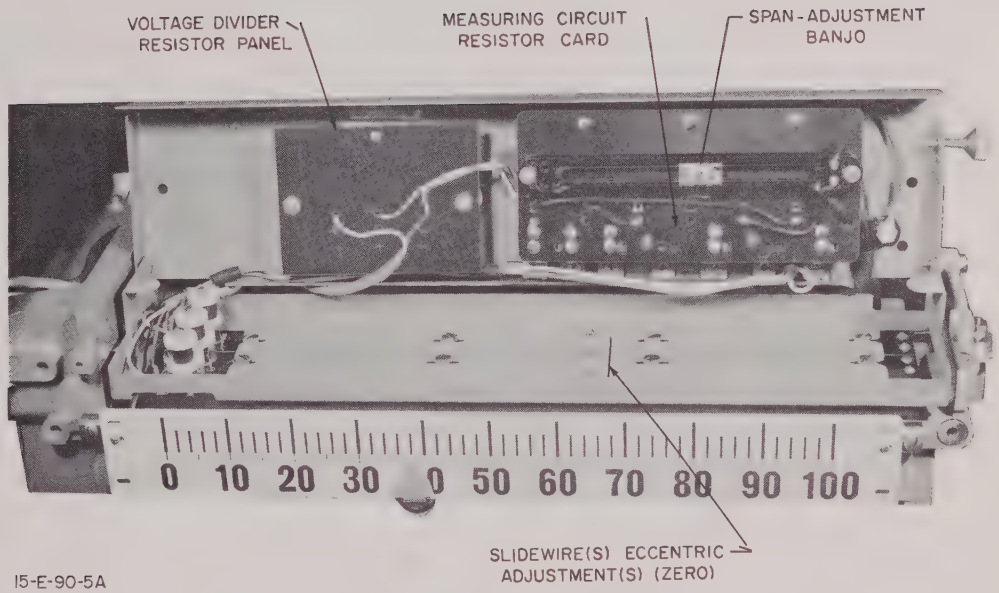

Figure 3. Open Slidewire Compartment
(1) Apply a voltage equivalent to the cardinal point nearest 10% fullscale.
(2) If instrument does not balance at selected point, open slidewire compartment (Figure 3) and adjust slidewire zero setting as follows: